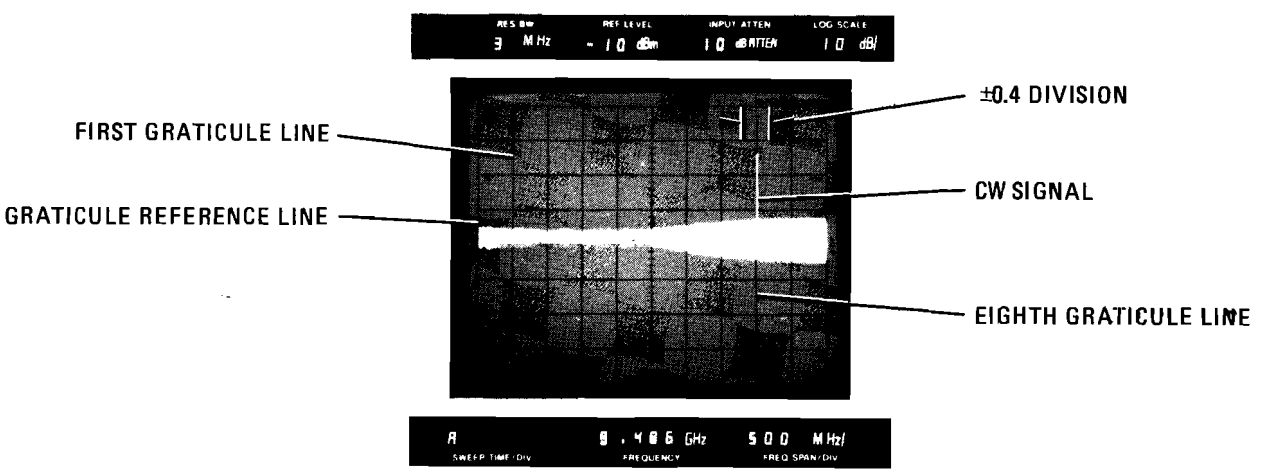

Figure 4-3. Span Width Accuracy Measurement, 500 MHz and 200 MHz per Division
f. Measure error between signal peak and eighth graticue line. Error should not exceed ±0.4 division. (See Figure 4-3.)
j. Measure error between signal peak and eighth graticule line. Error should not exceed ±0.4 division. (See Figure 4-3.)